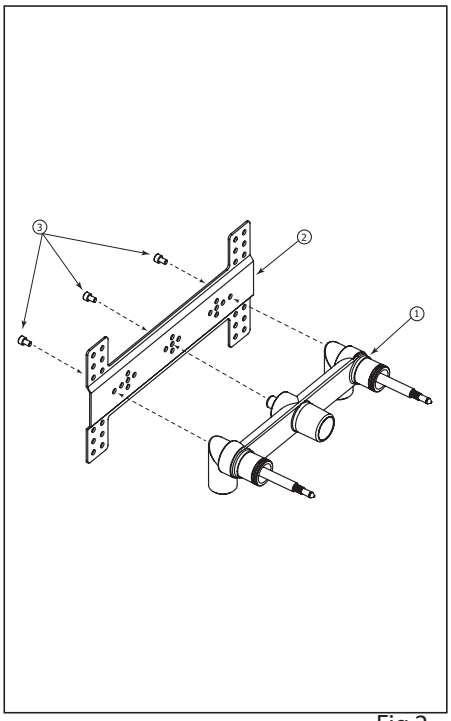

Fig.2
Tighten the valve (1) to the plate (2) with three screws (3) as shown in (fig. 2).
Serrer la valve (1) à la plaque (2) avec trois vis (3) tel qu'illustré a la (fig. 2).